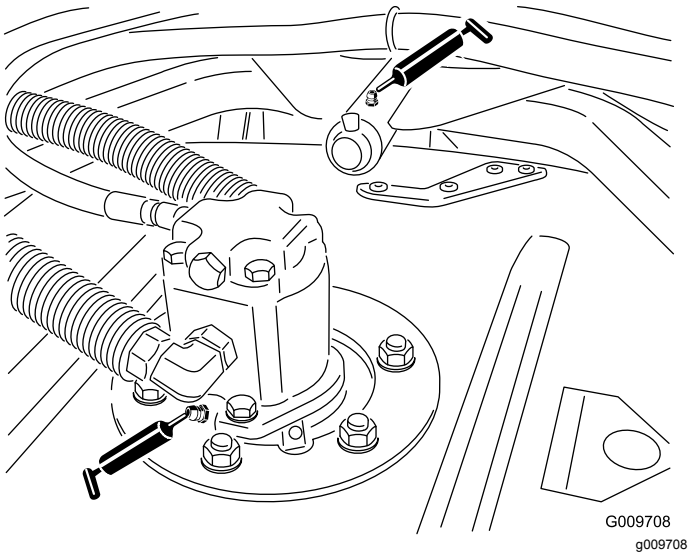

Figur 52
- Klippeenhetens spindelaksellager (2 per klippeenhet) (Figur 52)
- Klippeenhetens bærearmhylser (1 per klippeenhet) (Figur 52)